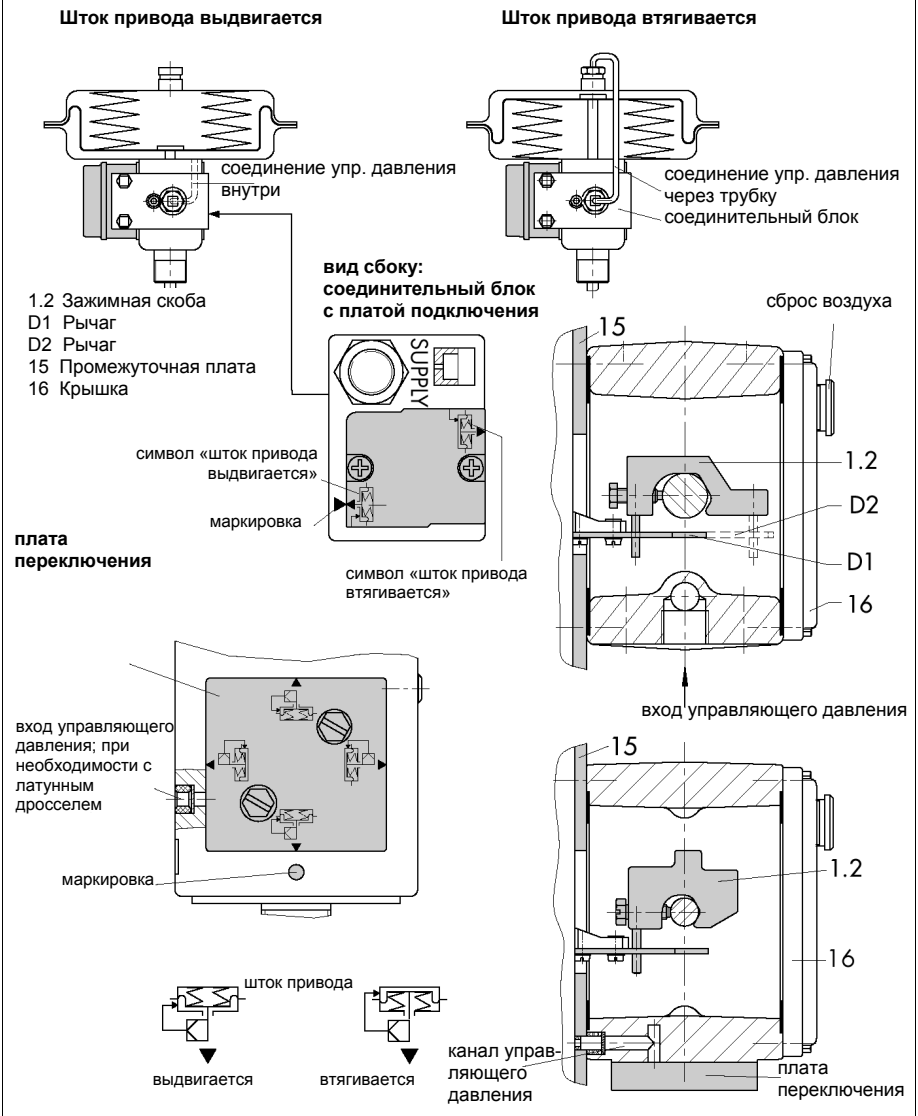

Рис.3 • Монтаж позиционера и подача управляющего давления для приводов тип 3277 (вверху) и тип 3277-5 площадью 120 см^2 (внизу)
Позиционер не имеет собственной заглушки сброса воздуха. Выход наружу воздуха из позиционера осуществляется через каналы монтажных деталей, см. также рис. 3 и 5.
6. Установить боковую плату подключения на соединительном блоке (рис. 3) по направлению стрелки, изображенной на этом блоке таким образом, чтобы символ привода для конструкции «Шток привода выдвигается» (соответственно «Шток привода втягивается») совпадал с конструкцией исполнительного привода. В противном случае вывинтить оба крепежных винта и, повернув плату подключения на 180º, закрепить ее снова.
В приводе тип 3277-5 площадью 120 см^2 управляющее давление подается в мембранную камеру через плату переключения (рис. 3 внизу).